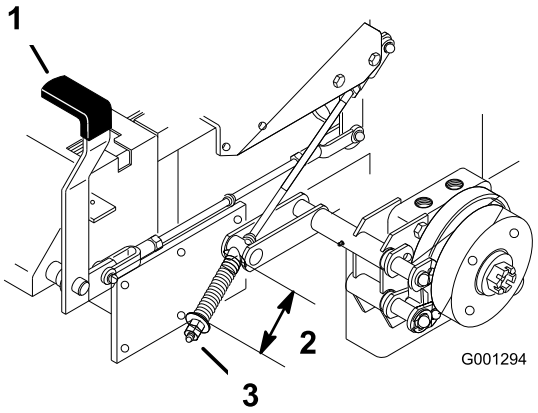

**Figuur 66**
2. Meet de lengte van de veer. De lengte tussen de ringen moet 64 mm zijn (Figuur 66).
3. Als de lengte moet worden afgesteld, stelt u de parkeerrem vrij, draait u de contramoer onder de veer los en draait u de moer direct onder de gaffel aan (Figuur 66). Draai de moer totdat de lengte correct is. Draai de moer naar rechts om de veer korter te maken en naar links om de veer langer te maken.